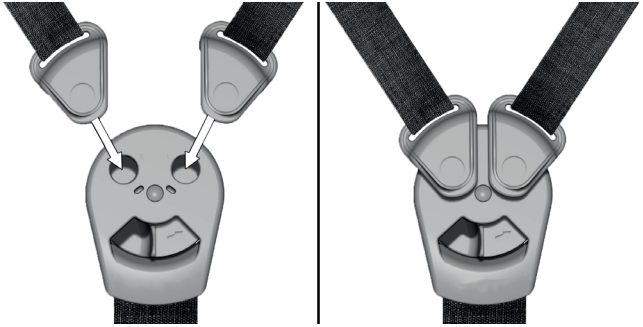

Afbeelding 21: Sluiten van het driepuntsharnas
1. Plaats beide schouderriemgespen **67** op de gesp **65** (zie afbeelding 21). De magneten in de gespen zorgen ervoor dat de onderdelen op de juiste positie vergrendeld worden.